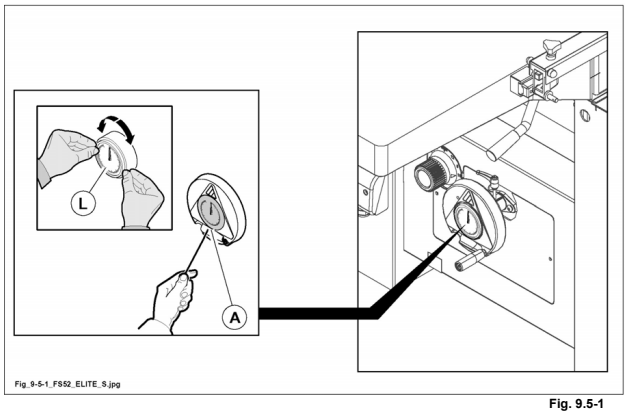

Fig. 9.5-1
In caso di indicazione imprecisa dell'indicatore (L fig. 9.5-1), procedere al ripristino della regolazione come di seguito indicato:
- svitare la vite (A fig. 9.5-1) e smontare l'indicatore.